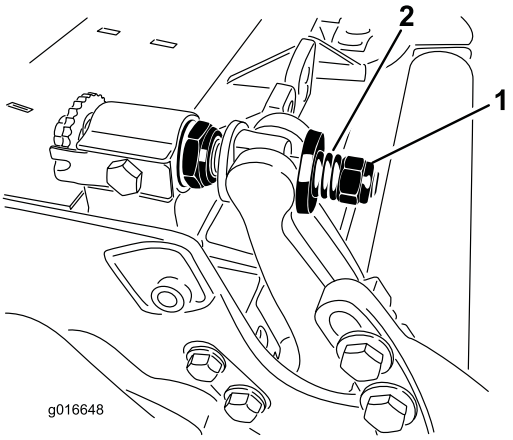

Rysunek 32
4. Dokręć nakrętkę naciągu sprężyny do momentu pełnego ściśnięcia sprężyny, a następnie cofnij ją o 1/2 obrotu (Rysunek 32).
10. Dokręć nakrętkę na każdym zespole regulacyjnym listwy noża dolnego aż do całkowitego ściśnięcia sprężyny dociskowej, następnie odkręć nakrętki o 1/2 obrotu (Rysunek 32).